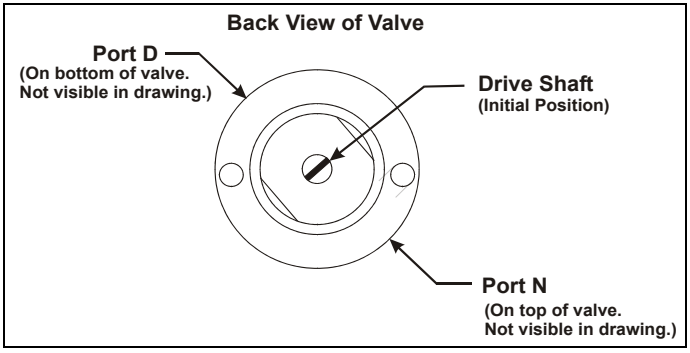

Figure 5-35. Prep Syringe Valve Drive Shaft Initial Position (Back View)
4. Check the back of the new prep syringe valve (P/N 054243). The valve drive shaft should be perpendicular to valve ports N and D (see Figure 5-35).